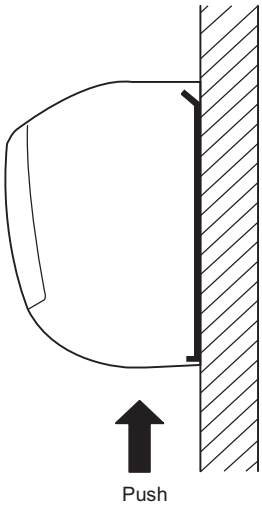

Fig. 1-86
(3) Press the 2 △ marks on the lower part of the indoor unit and unlatch the tabs. Then lift the indoor unit and unmount. (Fig. 1-86)